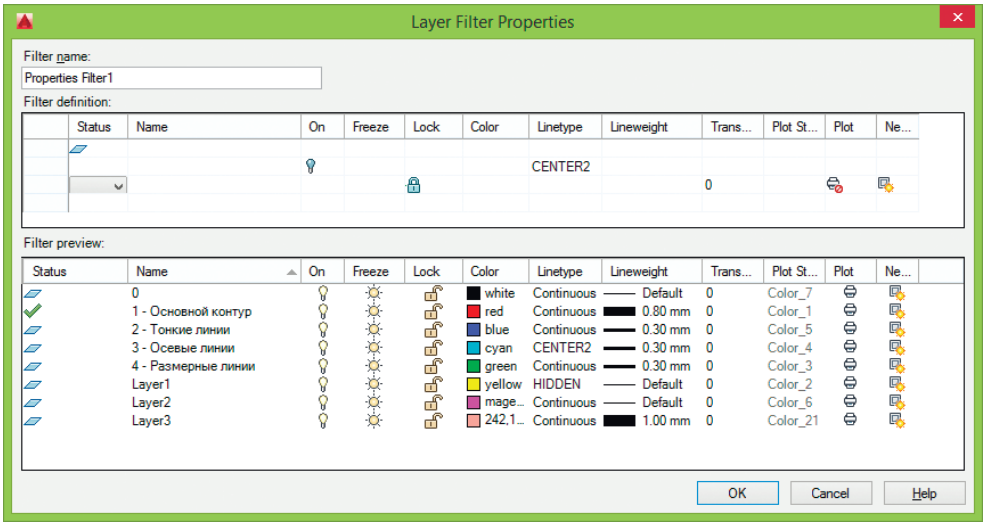

Рис. 5.14. Диалоговое окно настройки свойств фильтра слоев
New Property Filter (Alt+P) – загрузка диалогового окна **Layer Filter Properties**, позволяющего создать фильтр слоев на основе одного или более свойств слоев (рис. 5.14).
- **New Properties Filter...** – загрузка диалогового окна **Layer Filter Properties**, позволяющего настроить новый фильтр слоев по свойствам (см. рис. 5.14);